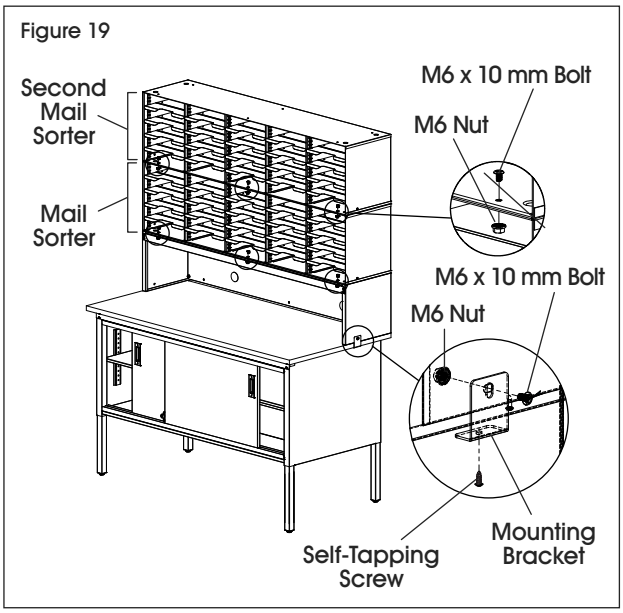

Figure 19
8. Attach five mounting brackets to base of riser with five M6 x 10 mm bolts and M6 nuts. Fasten mounting brackets to laminate top with five self-tapping screws using a drill. (See Figure 19)
9. Stack one mail sorter on top of riser. Fasten mail sorter to riser with six M6 x 10 mm bolts and M6 nuts using a Phillips screwdriver. Holes are located in the front and rear of the sorter on the far left, center and far right columns. (See Figure 19)
10. Stack second mail sorter on top of attached mail sorter. Fasten together with six M6 x 10 mm screws and M6 nuts using Phillips screwdriver. (See Figure 19)